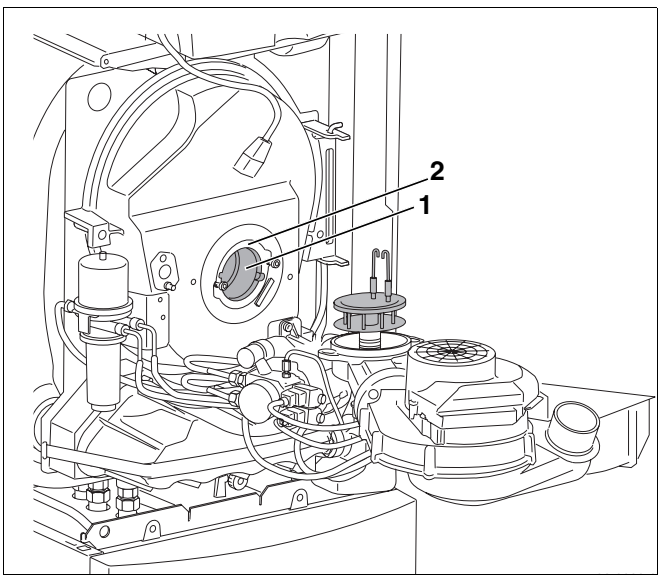

Bild 54 Brennerrohr austauschen und Dichtung prüfen
- Sichtprüfung des Brennerrohres (Bild 54, **Pos. 1**).
- Brennerrohr (Bild 54, **Pos. 1**) reinigen, ggf. austauschen.
- Brennerrohr (Bild 54, **Pos. 1**) aus Stützrohr ziehen.
- Vor dem Einbau des Brenners die Dichtung (Bild 54, **Pos. 2**) zwischen Mischsystem und Brennerrohr prüfen.